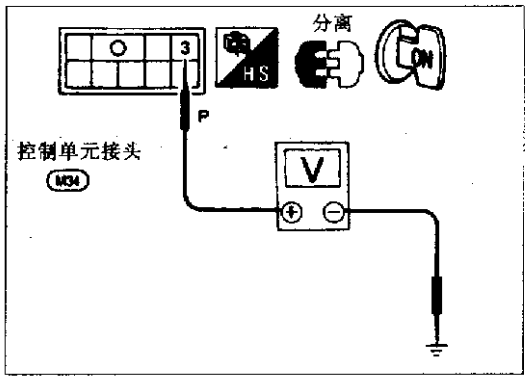

图 11－4－21
(2) 点火开关处于“ON”位置，检查推键控制单元的电源供给电路(图 11－4－21)。
①分离推键控制单元线束接头。
②线束接头端连接电压表。
③测量端子 3 与地之间电压，见表 11－13。